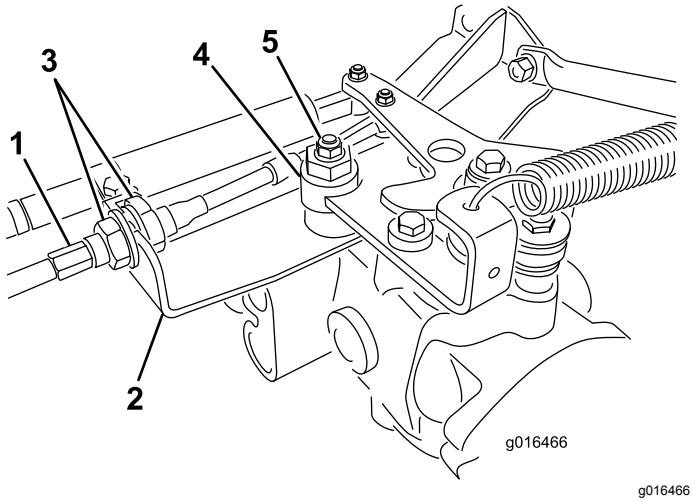

**Figur 46**
A. Lossa båda kontramuttrarna som säkrar drivkabeln till motorväggen på hydrostaten (Figur 46). Se till att lossa kontramuttrarna lika mycket och tillräckligt för att kunna göra en justering.
**Obs:** Lossa muttern som fäster excenterbulten på hydrostatens ovandel (Figur 46).
E. När hjulet slutar rotera drar du åt muttern som låser excenterbulten och justeringen (Figur 46).
G. Dra åt låsmuttrarna jämnt på båda sidor av motorväggen och säkra drivkabeln vid motorväggen (Figur 46). Vrid inte kabeln.